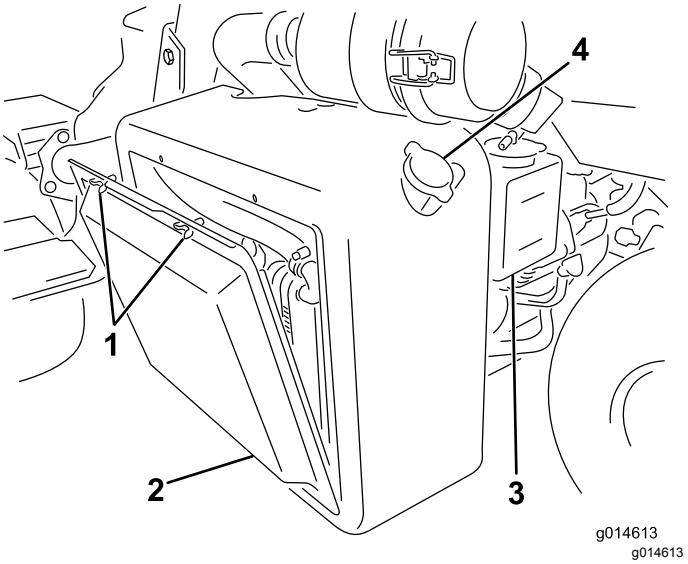

Rysunek 44
1. Zdejmij osłonę chłodnicy (Rysunek 44).
2. Sprawdź poziom płynu chłodzącego (Rysunek 44 oraz Rysunek 45).